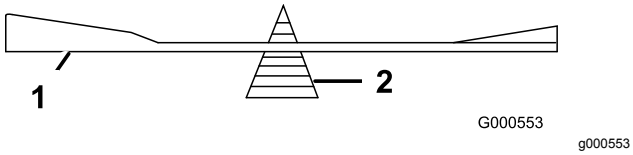

Figur 62
2. Sjekk knivens balanse ved å legge den på en balanseringsinnretning (Figur 62).